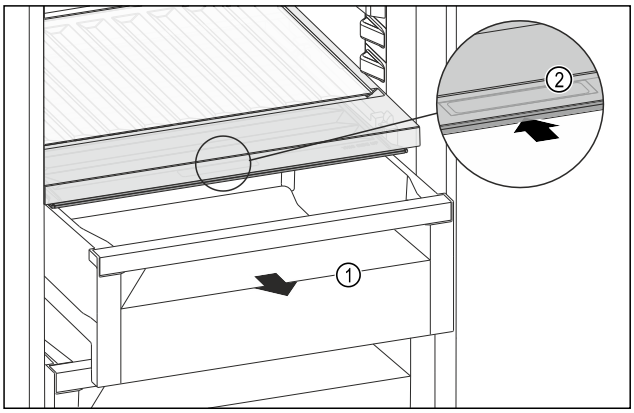

Fig. 145
▶ Extrageți sertarul *Fig. 145 (1)*.
▶ Prindeți mânerul încastrat *Fig. 145 (2)* de la capacul compartimentului și glisați concomitent capacul compartimentului spre partea posterioară.